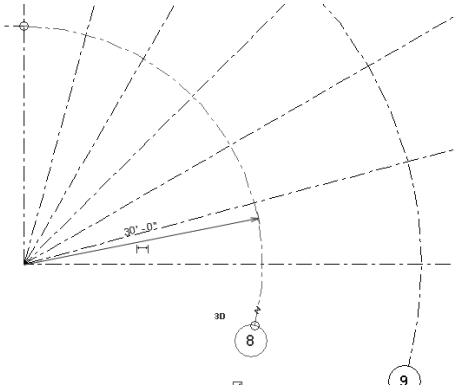

Figure 3-64 *Selecting the curved line to rename*
1. To rename grids, select the curved grid, as shown in Figure 3-64.